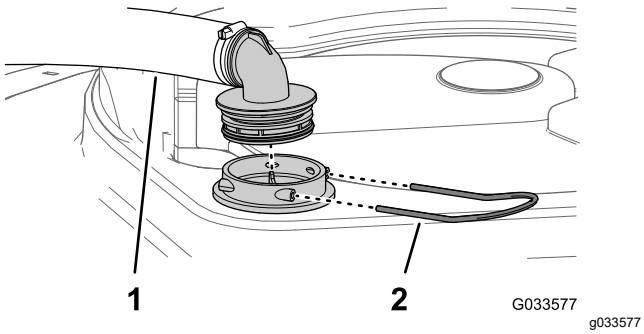

Bild 49
2. Nehmen Sie oben am Sprühbehälter den Halter ab, mit dem das Schlauchanschlussstück befestigt ist, das am dicken Schlauch und dem Filtergehäuse angeschlossen ist (Bild 49).
3. Nehmen Sie den Schlauch und das Schlauchanschlussstück vom Filtergehäuse ab (Bild 49).